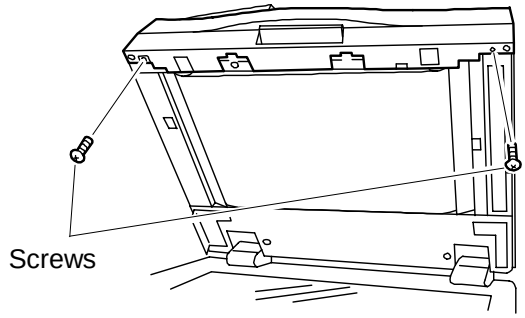

Fig. 2
1) Remove the 2 binding screws underneath the ADF. (Fig. 2)